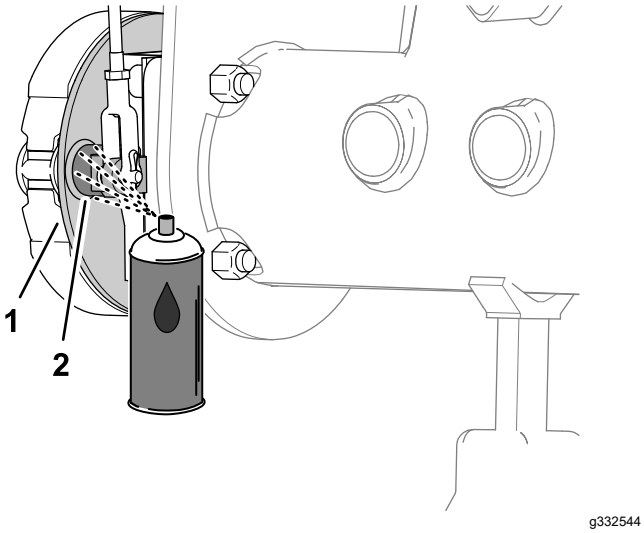
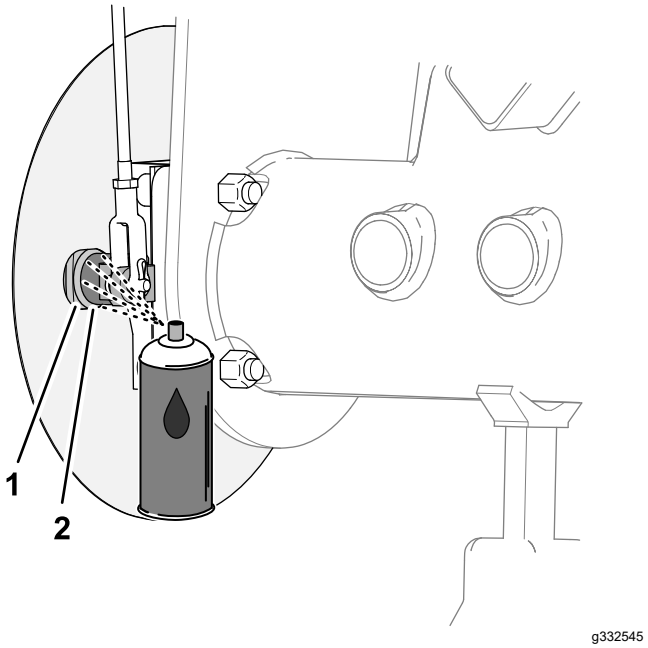

Figur 69
Figur 70
1. Spruta penetrerande olja mellan bromskamaxeln och fästplåten på insidan av bromsfästplåten (maskiner utan det valbara fälggrässkyddet) eller på insidan av hjulskyddet (maskiner med det valbara fälggrässkyddet) (Figur 69 eller Figur 70).